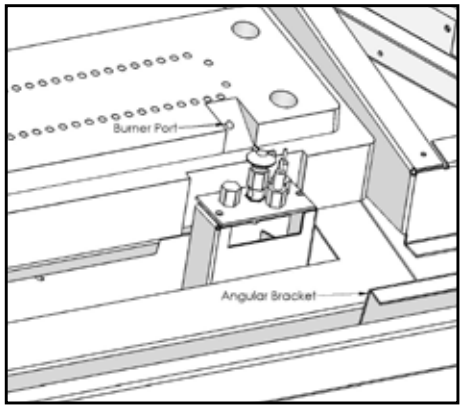

Figure 37: Glass Burner in Place
2. Pull the burner forward up to the angular brackets near the front of the firebox (see Figure 37). The burner rests on the floor of the firebox and is properly aligned against the two (2) front burner rests.
4. In front of the pilot assembly, on the front edge of the burner is one burner port which helps in the lighting of the main burner (see Figure 37). The glass tray has one hole in the same position that allows the gas to flow to this location. Ensure the glass tray hole is properly positioned over the port in the burner.